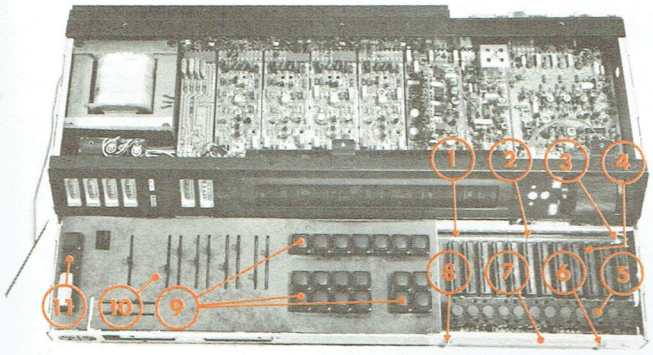

Fig. 16
Le bloc « touches sensitives » (5) (Fig. 16) est simplement monté sur connecteurs. Pour le dégager du circuit imprimé, tirer par traction successives à chacune de ses extrémités.
**D - ACCÈS AU CIRCUIT IMPRIMÉ DES SENSEURS Tip COTÉ SOUDURES ET DU CIRCUIT PORTEUR DES SENSEURS Gp-HF COTÉ ÉLÉMENTS (Fig. 16).**
**E - ACCÈS AUX : CLAVIER, CIRCUIT ADAPTATEUR D'IMPÉDANCE Im, CIRCUIT DE COMMUTATION DES ENCEINTES Ne-Sch ET AU CIRCUIT DE TONALITÉS Pot COTÉ ÉLÉMENTS (Fig. 16).**